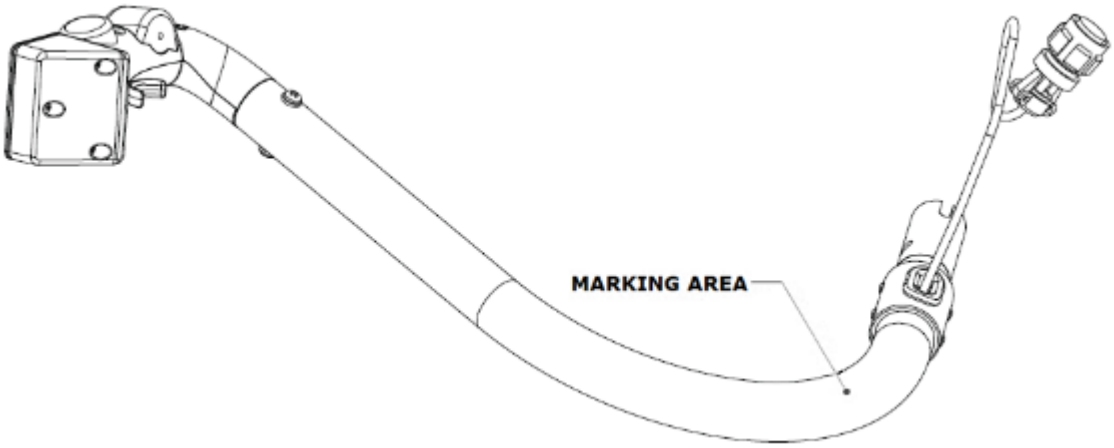

Figure 35 – Marking area of the pilot cyclic grip & stick assembly
a. Refer to Figure 35. Strikethrough with a white permanent ink marker or remove with an abrasive pad the last digits (-045) of the Pilot cyclic stick assembly P/N M207-20M476-045.
2. Refer to Figure 35. Update the pilot cyclic stick assembly P/N with a white permanent ink marker close to the existing P/N. If you are reworking parts on-field, add FM after the cyclic stick assembly P/N.